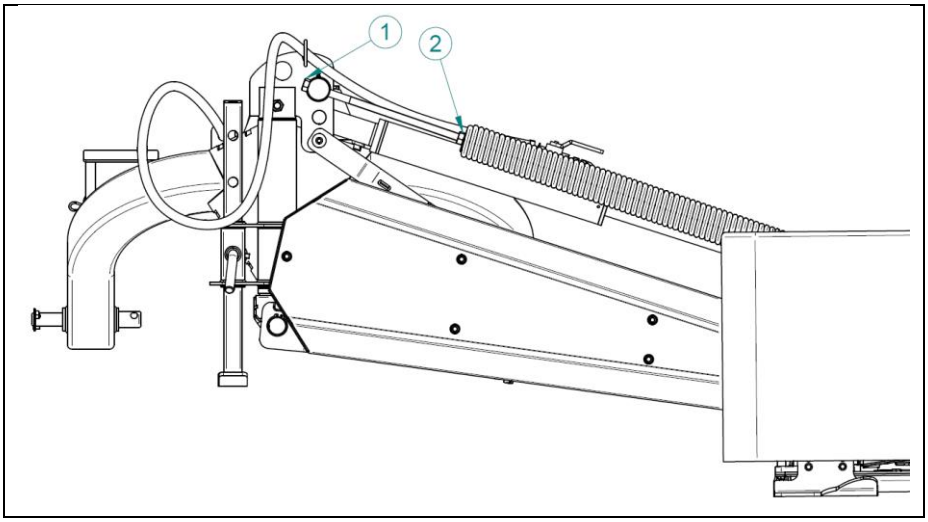

Abb. 14 Einstellung der Entspannungsfeder
Der Mäher besitzt die Möglichkeit den Bodendruck zu regulieren. Der Druck wir mit Hilfe der Spannung der Aufhängungsfeder (1) Abb. 14 reguliert. Der Druck sollte mit Hilfe der Regelung (1) eingestellt und vor dem Lösen mit Kontermutter (2), unter Berücksichtigung des Untergrunds auf dem der Mäher eingesetzt wird, gesichert werden.